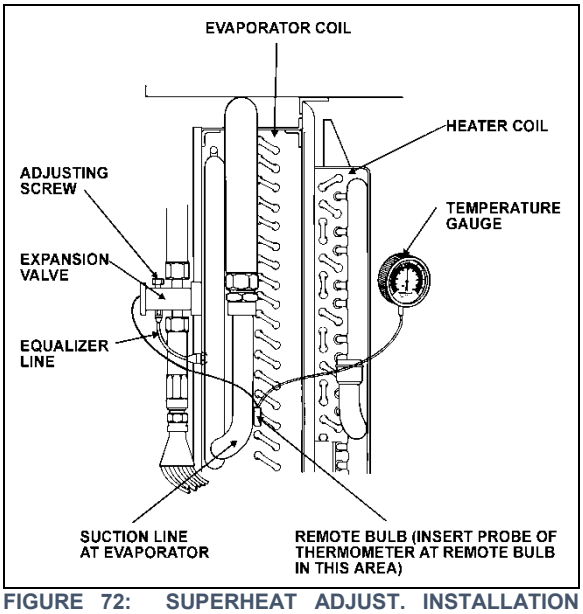

FIGURE 72: SUPERHEAT ADJUST. INSTALLATION 22046
3. Use a remote reading thermometer or thermocouple / multimeter to measure temperature at the evaporator outlet line near the existing remote bulb (Figure 72).